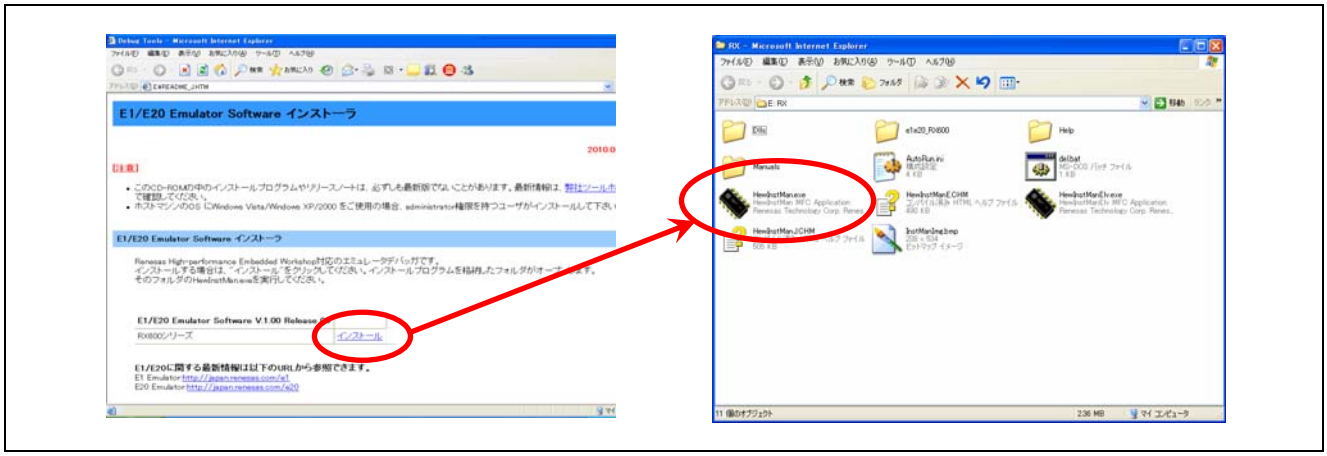

図 3.1 インストール案内画面
表示されましたら、図 3.1中に示した[インストール]をクリックしてください。
(2) 図 3.1のようにフォルダが表示されますので、【HewInstMan,exe】を選択し実行してください。